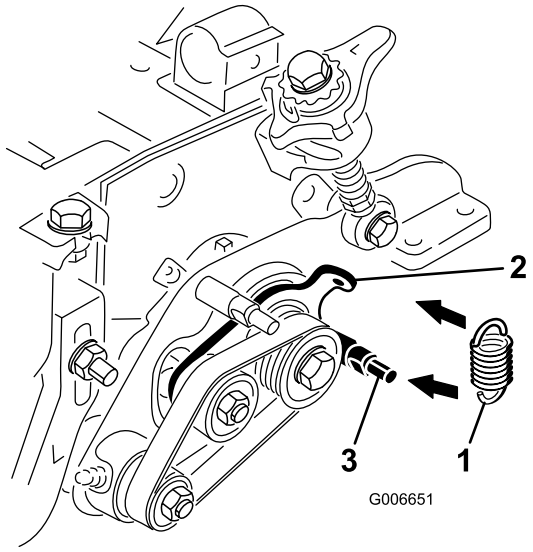

Figura 11
22. Enganche el muelle tensor en el taladro de la pestaña de la placa tensora y alrededor de la ranura del espárrago inferior de la chapa del acondicionador (Figura 11). El extremo abierto del gancho del muelle debe orientarse hacia la polea de transmisión.